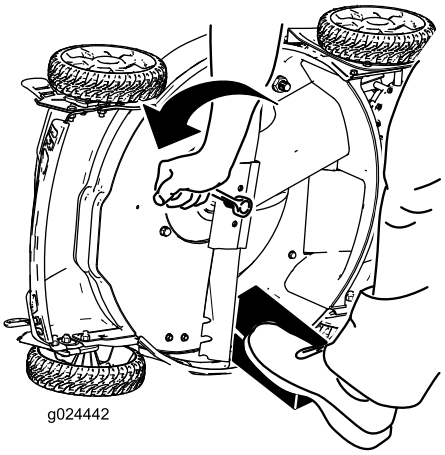

Figur 25
3. Håll kniven stilla med hjälp av en träkloss (Figur 25).
4. Ta bort kniven genom att vrida knivskruven moturs. Spara alla fästelement till monteringen av den nya kniven (Figur 25).